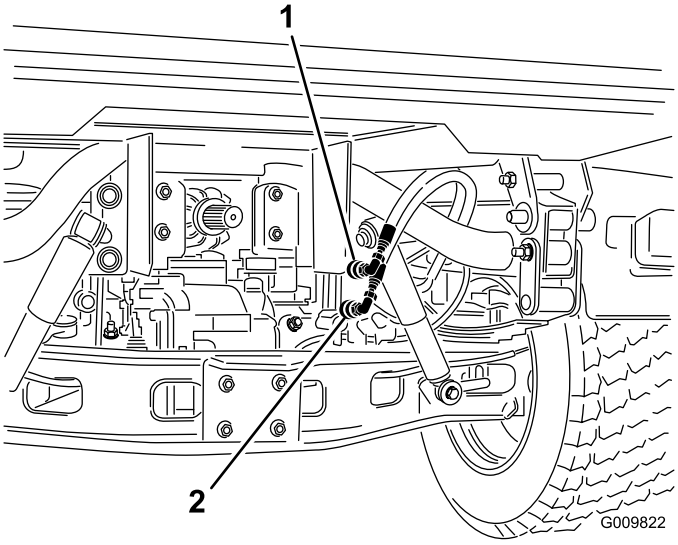

**Figur 75**
2. På begge køretøjer: Kobl de to lynkoblingsslanger fra slangerne, der er fastgjort på koblingsholderen (Figur 75).